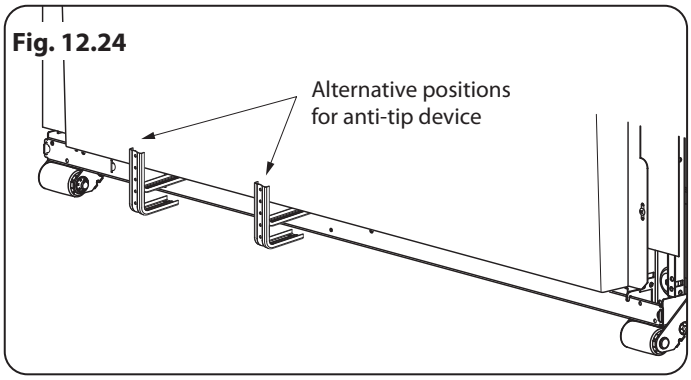
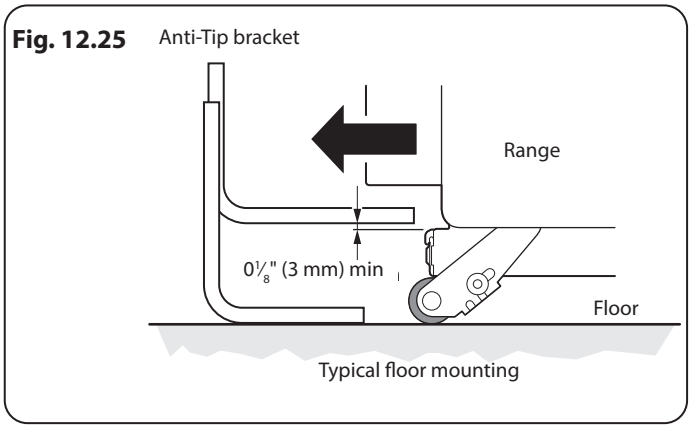

Fig. 12.24
Fig. 12.25
3. A suitable anti-tip device is supplied and shown in **Fig. 12.24**.
4. When fitting the anti-tip bracket (**Fig. 12.24** and **Fig. 12.25**), adjust the bracket to give the smallest practicable clearance between the bracket and the engagement slot in the rear of the range.